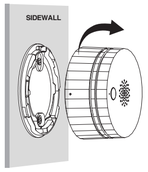

Figure 5
4. Attach the smoke alarm to the mounting bracket and turn clockwise to lock the alarm.(See Figure 5)